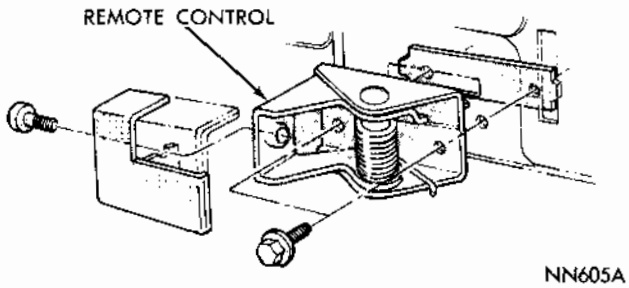

Fig. 14 - Remote Control Handle
The remote control handle (Fig. 14) is attached to the control unit with a screw at the rear inner end.
(1) Raise door glass.
(2) Remove remote control base to door panel screws (Fig. 14).
(3) Remove link from remote control lever.
(4) Remove control through large opening in door.